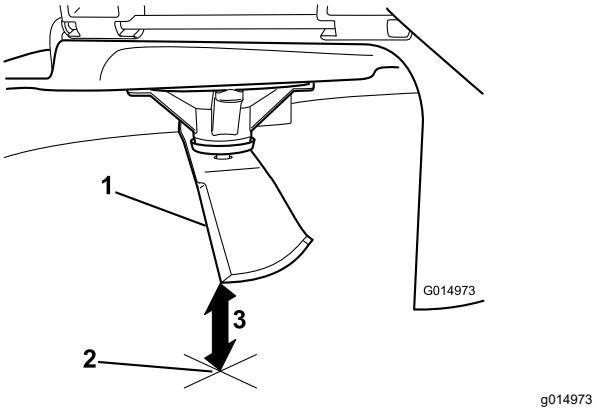

Figur 60
3. Mål fra knivtuppen til den flate overflaten (Figur 60).